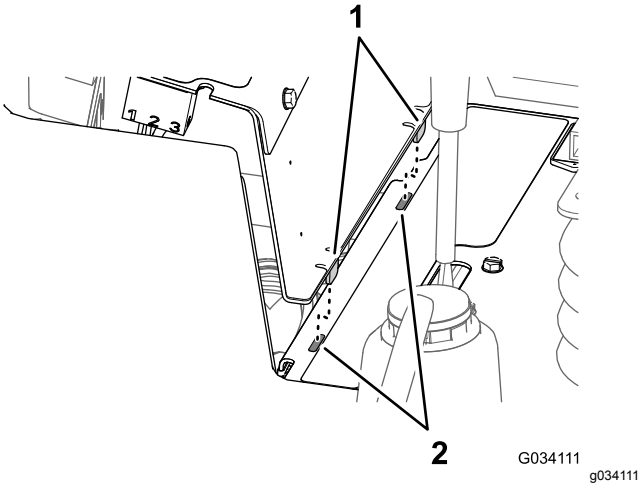

**Figur 53**
2. Tilret de to tapper nederst på sidepanelet med de to riller i stellet til konsollen (Figur 53).